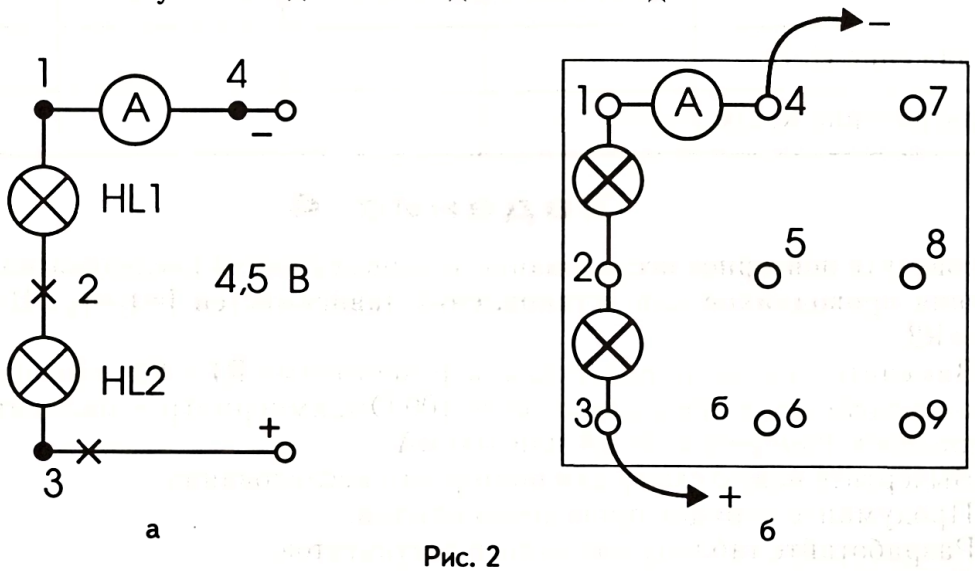

Рис. 2
1. Соберите цепь по рис. 2, *а* и *б*.